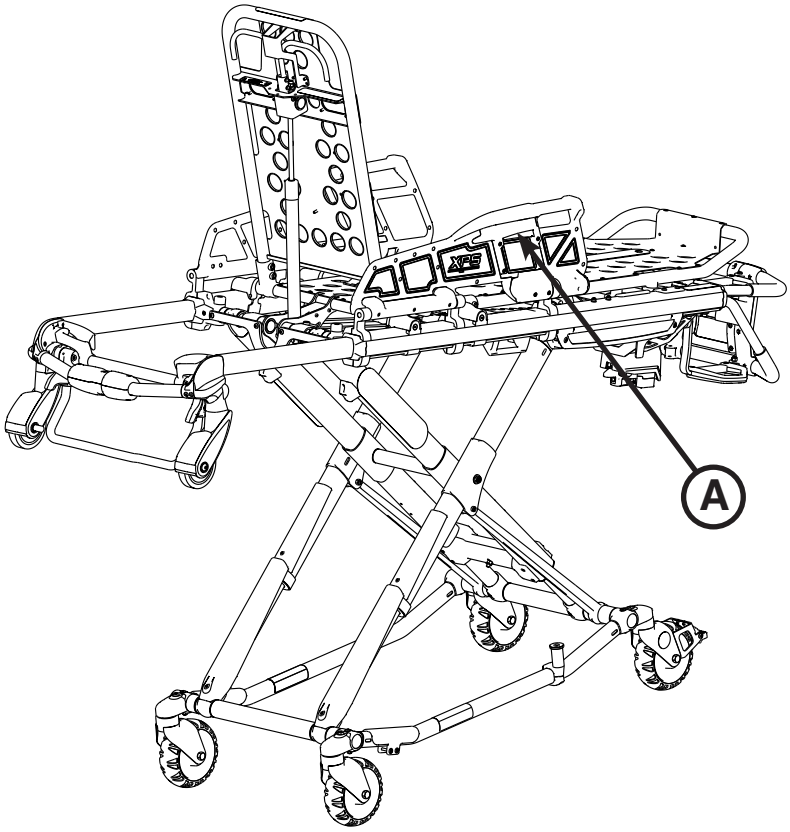

Figura 30
Para bajar las barras laterales, levántelas para soltarlas de su posición y, a continuación, pulse la palanca roja (A) (Figura 30).